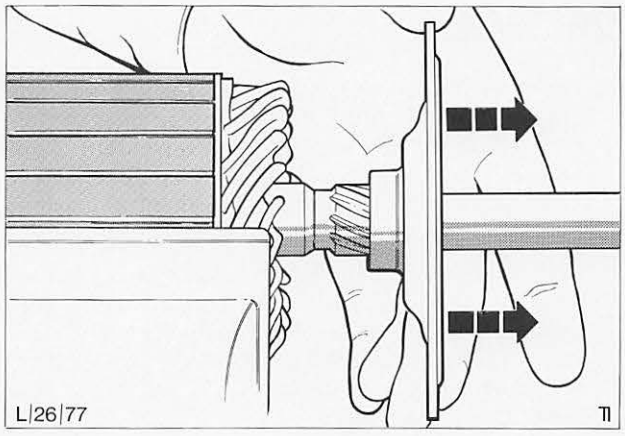

Abb. 90 Mittellager und Schild abziehen
12. Mittellager und Schild von der Ankerwelle abziehen, Abb. 90.